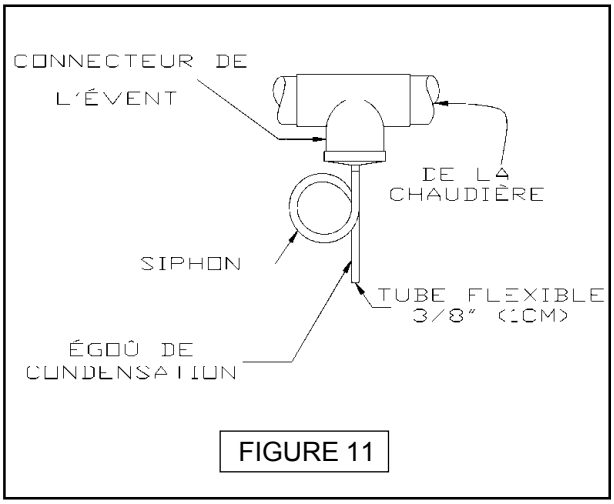

FIGURE 11
6. Remettre le tuyau en place tel que démontré dans la figure 11